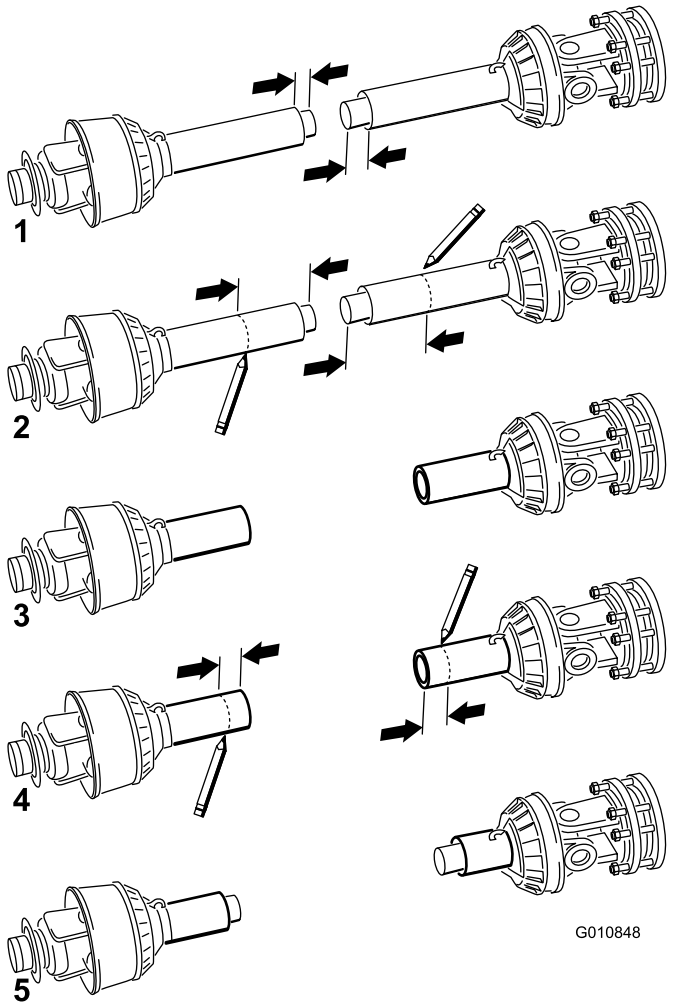

Figur 18
11. Separera de båda halvorna av kraftuttagsaxeln (Figur 18, illustration 1).
12. Mät avståndet från änden av varje rör till rörets säkerhetsskydd (Figur 18, illustration 1). Notera avstånden.
13. Använd måtten som du räknade ut i steg 8 för att hitta, märka ut och kapa av skyddet och röret från varje halva av kraftuttaget (Figur 18, illustration 2 och 3).
14. Använd måtten som du räknade ut i steg 11 för att hitta, märka ut och kapa av enbart säkerhetsskyddet för att blottlägga rören Figur 18, illustration 4 och 5.